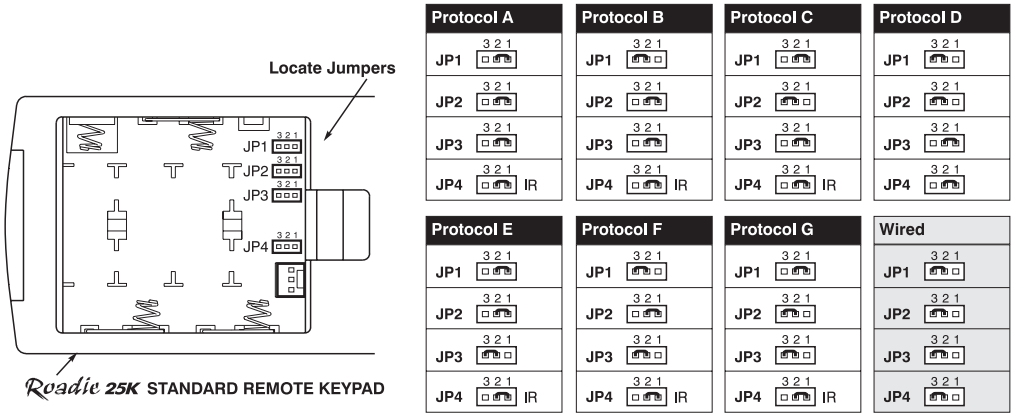

Figure 2.44. Setting the Jumpers in the "Brick" Rental Staging Remote
Set the jumpers to match one of the protocols shown in Figure 2.44. Use tweezers or needle-nose pliers to remove and replace each jumper as necessary.
If desired, you can convert this IR remote keypad into a wired remote keypad and vice versa. Set the jumpers as shown in Figure 2.44, and add or delete the cable (supplied) and batteries as required.
5. Set keypad protocol to "wired" jumper setting (refer back to Figure 2.44). Make sure to set jumper #4 between pins 2 and 3 as shown in the last example (shaded).
5. Set jumpers according to the desired IR protocol (refer back to Figure 2.44). Make sure to set jumper #4 between pins 1 and 2 as shown for all remote IR protocols.